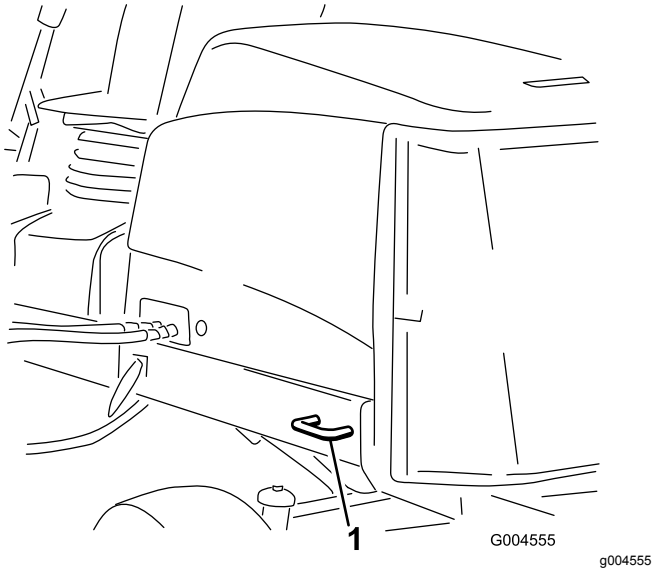

Figur 59
- Bak – på hver side av maskinen på den bakre rammen (Figur 59).